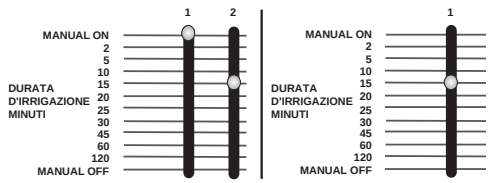

FIGURE 14 : Arrosage manuel du poste 1 à l'aide du curseur
- Glissez d'abord le curseur de durée d'arrosage complètement en haut à la position **MANUAL ON,** puis mettez-le sur la durée désirée. Par exemple, pour faire arroser un poste pendant 15 minutes, il suffit d'en glisser le curseur jusqu'à la position **MANUAL ON,** puis de l'abaisser jusqu'à la position 15 minutes **[voir la figure 14].**